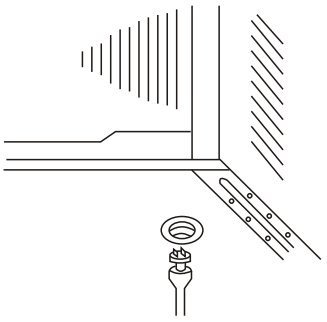

Fig.3
5. Insert the drain connecting pipe (with a seal circle) attached to the air conditioner into the vertical drain hole on the bottom (see Fig.3)
6. The condensate needing to be led to the designated place, buy a soft plastic pipe with internal diameter of 16mm to connect the drain connecting pipe and tied it tightly (see Fig.3)